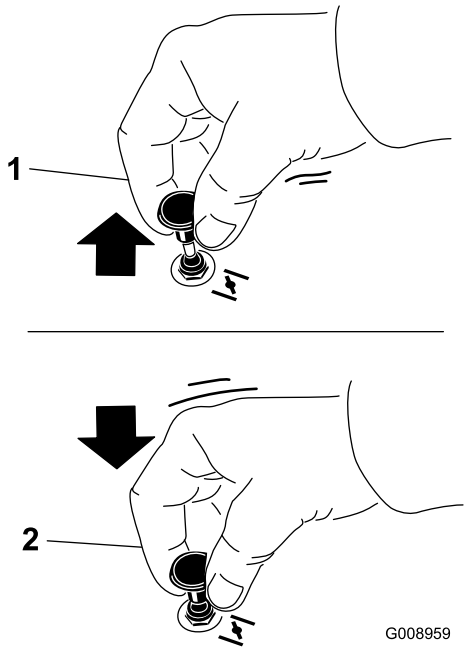

Figur 14
2. Træk op i chokerhåndtaget for at aktivere chokeren, før tændingskontakten tages i brug (Figur 14).
3. Tryk chokeren ned for at deaktivere chokeren, når motoren er startet (Figur 14).